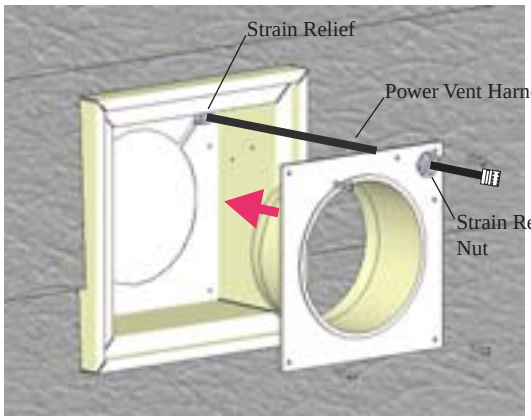

Figure 13c. Installing Power Vent Conduit.
Step 4: Insert the conduit from the Power Vent module into the rough-in frame through the two top right entry holes. Remove the nut from the supplied strain relief and place as show in **Figure 13c.**